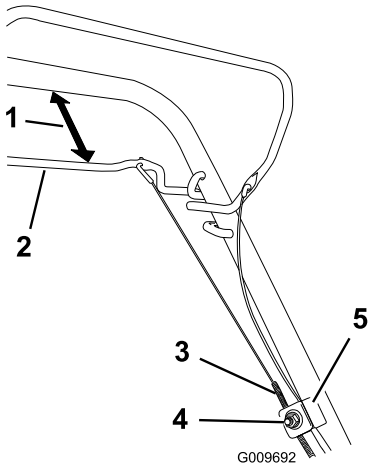

Figur 29
1. Lossa muttern som håller fast kabeln (Figur 29).
2. Håll självdrivningsstången 25 till 38 mm från handtaget (Figur 29).
3. Dra nedåt (mot klipparen) tills kabeln är sträckt (Figur 29).